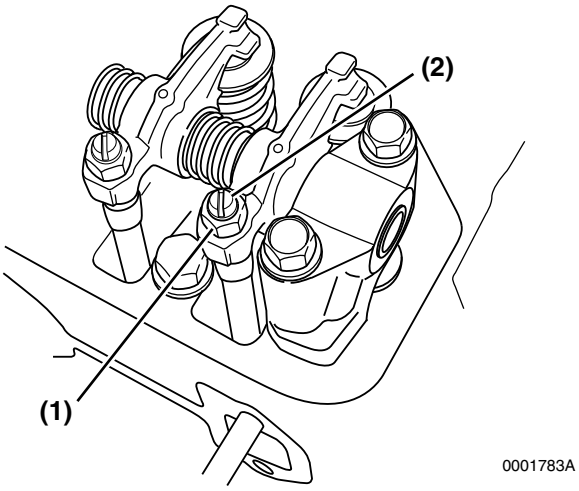
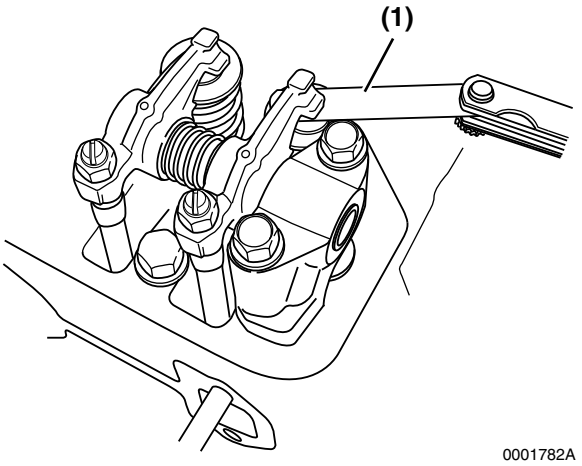

Figure 6-36
Figure 6-37
5. Loosen the valve adjusting screw lock nut **(Figure 6-36, (1))** and valve adjusting screw **(Figure 6-36, (2))** on the rocker arm. Check the valve for inclination of the valve cap, entrance of dirt, or wear.
6. Insert a feeler gauge of the correct thickness **(Figure 6-37, (1))** between rocker arm and valve cap. Turn the valve adjustment screw to adjust the valve clearance so there is a slight “drag” on the feeler gauge when sliding it between the rocker arm and valve cap. Hold the adjusting screw while tightening the valve adjusting screw lock nut **(Figure 6-36, (1))**. Recheck the clearance (*see Adjustment Specifications on page 6-5*).